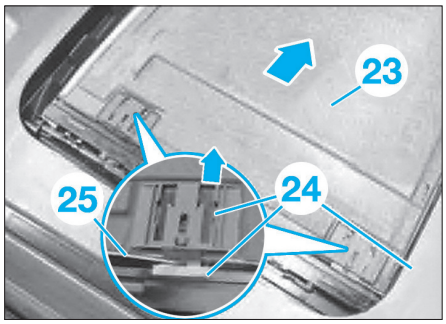

Fig. 143
- repousser le cadre de ciel de pavillon (23) dans le rail de guidage opposé (ressort logé) **(Fig.143)**,
- repousser en même temps le patin (24) avec un tournevis (25) contre le ressort,
- soulever le patin (24) hors du rail de guidage.